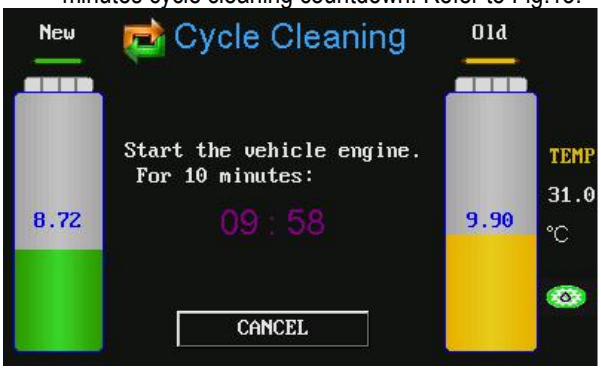

Fig.13
4) Print is completed or cancelled, will pop up 10 minutes cycle cleaning countdown. Refer to Fig.13.